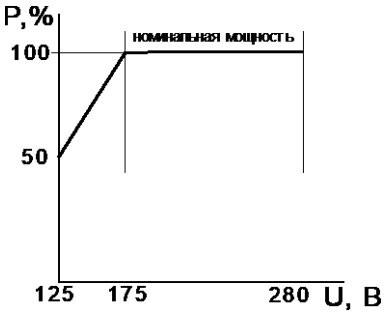

Рисунок 2 - Зависимость номинальной мощности от напряжения питающей сети
* см. рисунок 2.
В режиме стабилизации, если входное напряжение выйдет за рабочий диапазон (см. пп. 4 и 7 таблицы 1), сработает схема защитного отключения нагрузки и стабилизатор отключит нагрузку (см. рисунок 2). Стабилизатор автоматически подключит нагрузку при возвращении входного напряжения в рабочий диапазон.